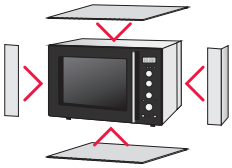

rys. 3
- Opakowanie zewnętrzne powinno posiadać naklejki ostrzegawcze: „nie rzucać", „góra/dół" lub inne wg zaleceń producenta **(rys. 3)**.